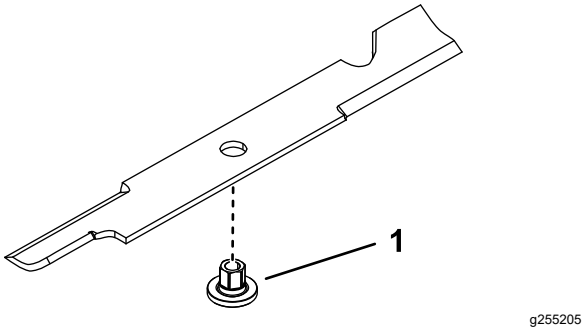

Figur 110
1. Montera bussningen genom kniven med bussningsflänsen på knivens undersida (grässidan) (Figur 110).